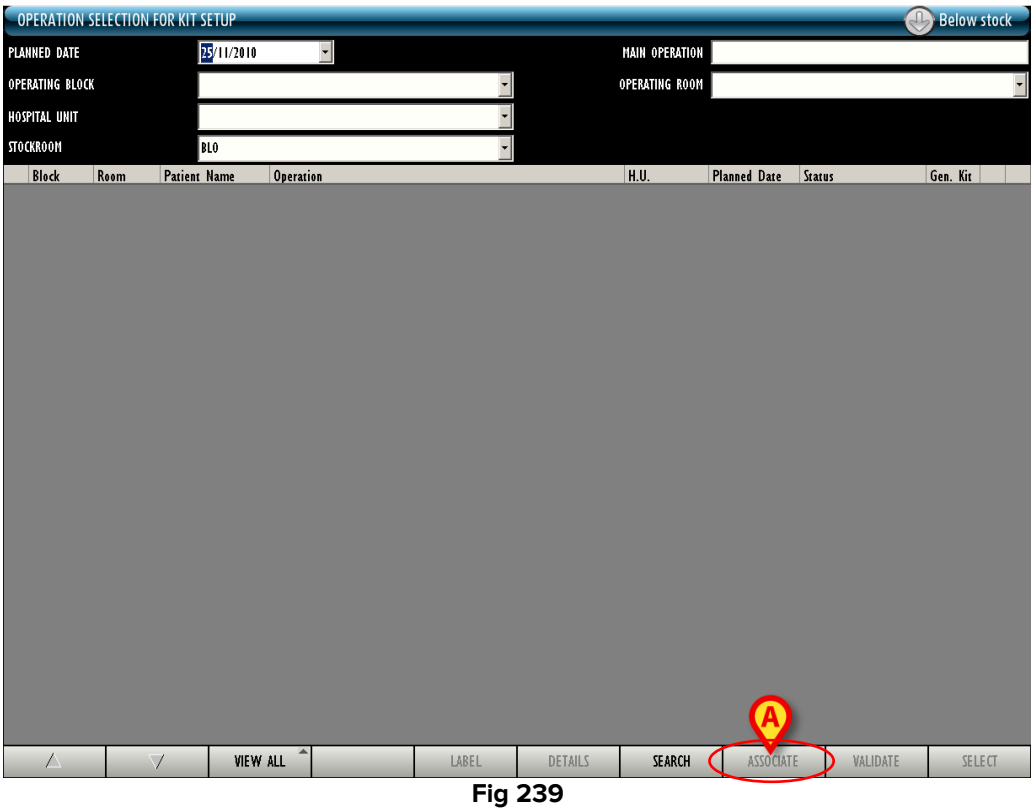

Fig 239
- Click the icon on the lateral bar to access the operation selection screen (Fig 239).
- Click the **Associate** button on the command bar (Fig 239 **A**).